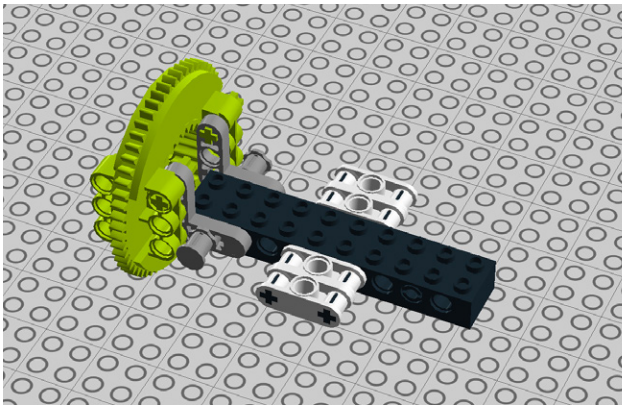

Figure 7-82. *Step 75: Adding a turntable*
75. Add a turntable and secure it with a pair of 2M cross axles (the red ones; they are shown as green in Figure 7-82 because green indicates a newly added part).